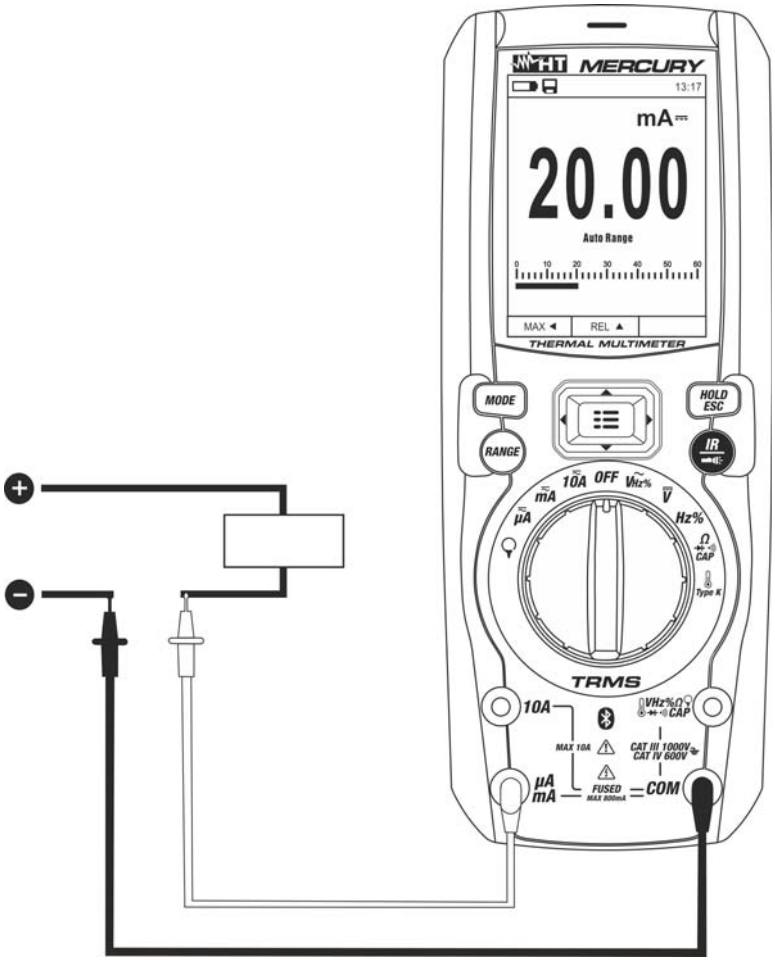

Fig. 28: Uso dello strumento per misura di Corrente DC e AC+DC
4. Collegare il puntale rosso ed il puntale nero in serie al circuito di cui si vuole misurare la corrente rispettando la polarità ed il verso della corrente (vedere Fig. 28)
8. La visualizzazione del simbolo "**-**" sul display dello strumento indica che la corrente ha verso opposto rispetto alla connessione di Fig. 28